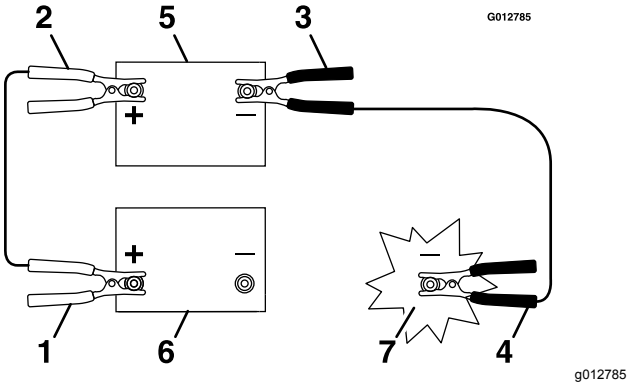

**Figur 49**
3. Koble den positive (+) kabelen til den positive (+) polen på det utladede batteriet som er koblet til starteren eller solenoiden som vist i Figur 49.